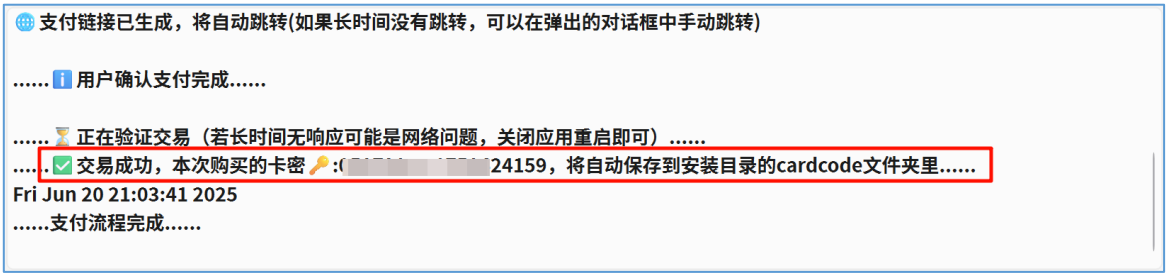

图 3-7 消息面板获得卡密
b) **消息面板**。您完成了“支付确认”对话框后，并验证您成功支付后，我们会将您购买的卡密发送到消息面板（如图 3-7 所示）；